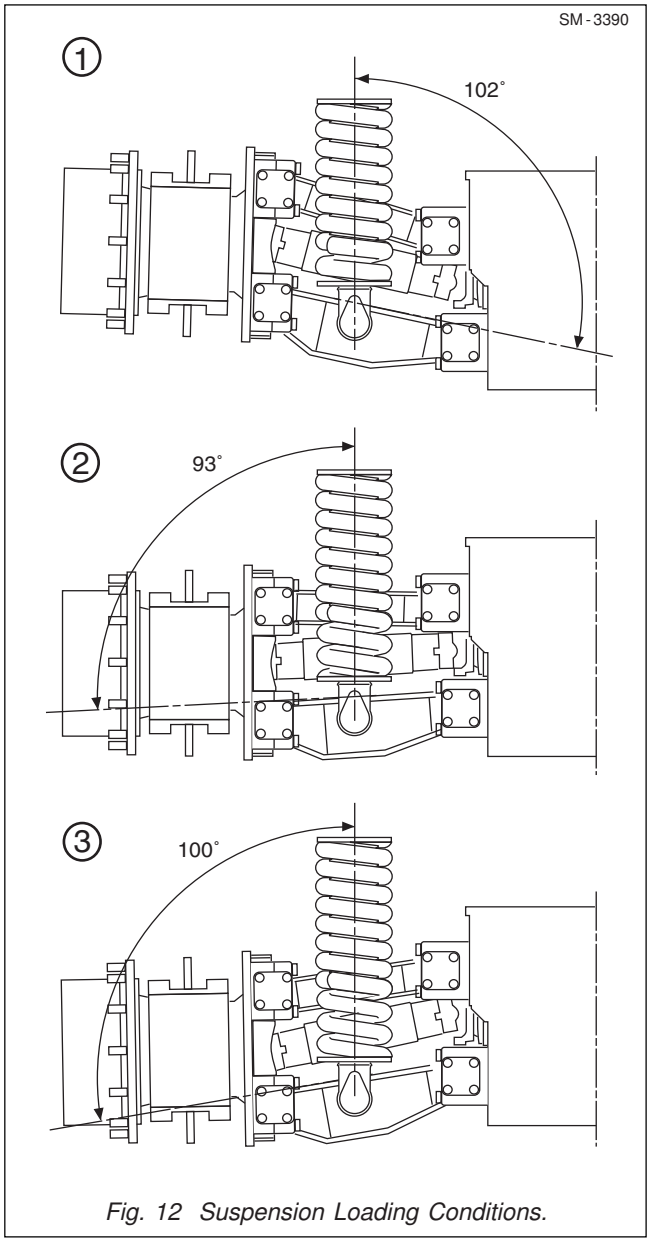

Fig. 12 Suspension Loading Conditions.
19. If necessary, fully disassembly the suspension damper assemblies into individual parts as shown in Fig. 12.
45. Clean bolts (22) and washers (16). Coat bolts (22) with loctite (09029849) then secure output flange using bolts (22) and washers (16). Torque to a value 94Nm (69 lbf ft).
47. Check that the hubs and driveshafts are free to rotate at the full "bump and rebound angles". Refer to Fig. 12.
51. Position lower spring pin (5) in lower wishbone and drop sring assembly into position. Clean pivot block (8) bolts (20) with loctite (15269108) and apply locitite (09029849) to bolts. Torque to a value of 455Nm (336 lbf ft).
52. Ensure that lower spring mount (2) clears the lower wishbone in the full "bump and full" rebound position. Refer to Fig. 12.
54. Remove lug (23) at front of axle housing (1) and fill to level of this plug with SAE grade 80W-90LS oil. Note the volume of oil to fill the differential housing should be 21 Litres.